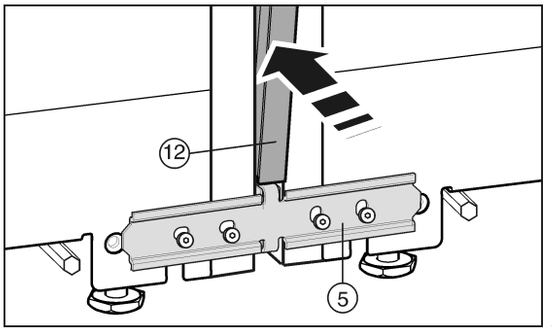

*Fig. 27*
Avant de mettre en place la baguette *Fig. 27 (12)*, comprimer les deux nervures sur toute leur longueur. Ainsi la baguette se laisse introduire plus facilement dans la fente. Pour introduire la baguette, avoir recours à un chiffon doux pour prévenir des bosses dans la surface de la baguette. Enfoncer la baguette prudemment et de manière rectiligne dans la fente pour obtenir un assemblage optimal.
- ▶ Sur le côté avant, poussez la baguette *Fig. 27 (12)* longue dans la fente verticale. Veiller à ce que la baguette soit en contact avec la tôle de jonction *Fig. 27 (5)*.